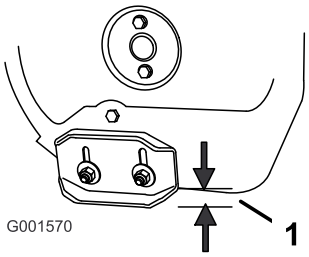

**Figur 41**
2. Lossa de muttrar som håller fast medarna på matarskruvens sidor, tills medarna enkelt kan flyttas upp och ned (Figur 41).